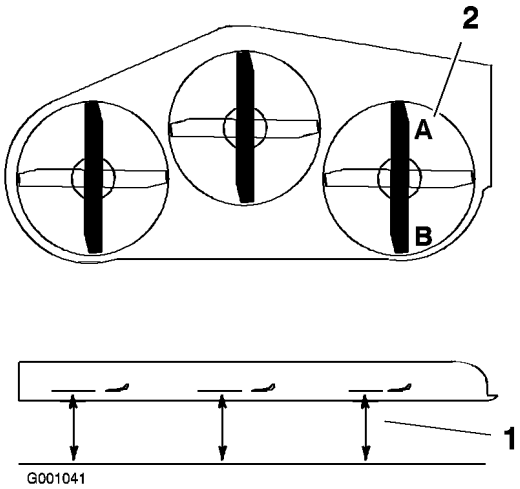

Figur 74
1. Plasser den høyre kniven på langs (Figur 74).
2. Mål den høyre kniven ved **A** fra en plan overflate til kniveggen på knivtuppen (Figur 74).
4. Mål den høyr kriven ved **B** fra en plan overflate til kniveggen på knivtuppene (Figur 74).
6. Kniven skal være 6–10 mm lavere ved stilling **A** enn ved stilling **B** (Figur 74). Dersom defleksjonen ikke er korrekt, gå til følgende trinn.